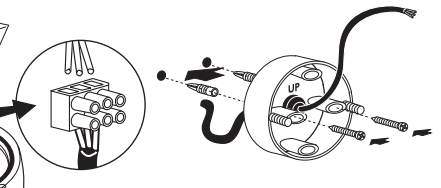

fig. 2
- Fixer la base au mur avec les 2 vis et tampons de 8 mm faisant passer par le presse câble central un câble tripolaire 3 x 0,75 pour une longueur d'environ 220 mm **(fig. 2).**
- Den Boden mit Hilfe der 2 Schrauben und 8 mm der Dübeln an der Wand befestigen. Dazu ein dreipoliges Kabel (3 x 0,75) von circa 220 mm Länge durch die zentrale Kabelklemme führen **(Abb. 2).**
- Fijar la base a la pared con 2 tornillos y tacos del 8 mm haciendo pasar por el sujetacables central un cable tripolar 3 x 0,75, sobre una longitud de 220 mm aproximadamente **(fig. 2).**